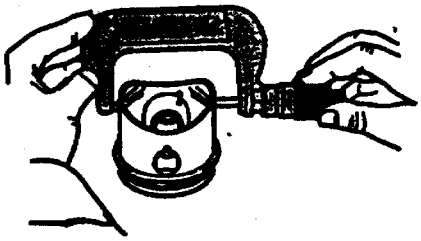

图 1－42
(1) 检查活塞尺寸，如图 1－42 所示。检测部位距裙部下缘约 10mm，并与活塞销轴线成 90°，要求与公称尺寸的最大偏差为 0.04mm。